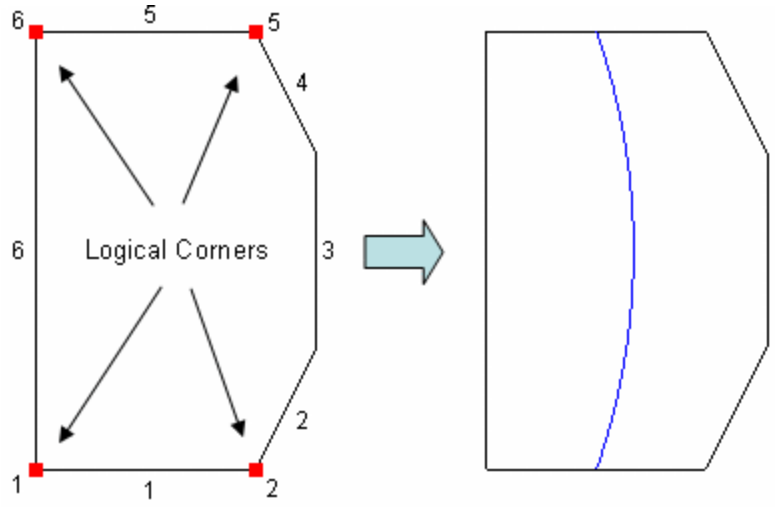

**Figure 10 - Split Surface Logical Properties**
In Figure 10, the logical corners selected by the algorithm are Vertices 1-2-5-6. Between these corner vertices the logical sides are defined; these sides are described in Table 1. The default split occurs from the center of Side 1 to the center of Side 3 (parallel to the longest aspect ratio of the surface), and is shown in blue.
**Table 1. Listing of Logical Sides for Figure 10**